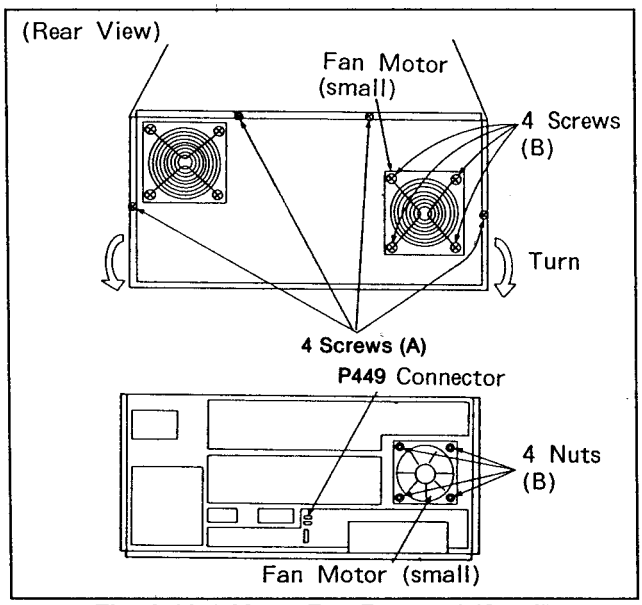

Fig. 6-18-1 Motor Fan Removal (Small)
1. Unscrew 4 screws (A) and turn open the Rear Panel as shown in Figure 6-18-1.
2. Disconnect the Connector P449 and unscrew 4 screws and Nuts (B) and remove the Fan Motor (small) as shown in Figure 6-18-1.